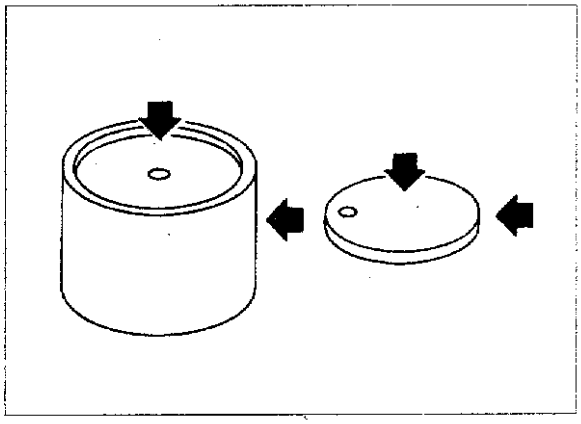

图 2－6－30
b. 检查气门挺杆外径和气门挺杆导管内径，见图 2－6－31 和图 2－6－32。